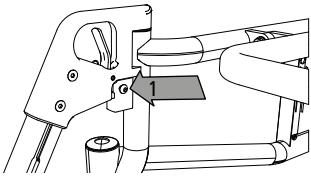

fig. 5
2. Una volta scattati, i sostegni dovrebbero risultare fissati senza lasco. All'occorrenza stringere le viti a brugola laterali (1, fig. 5) per ridurre al minimo il gioco dei sostegni per le gambe.